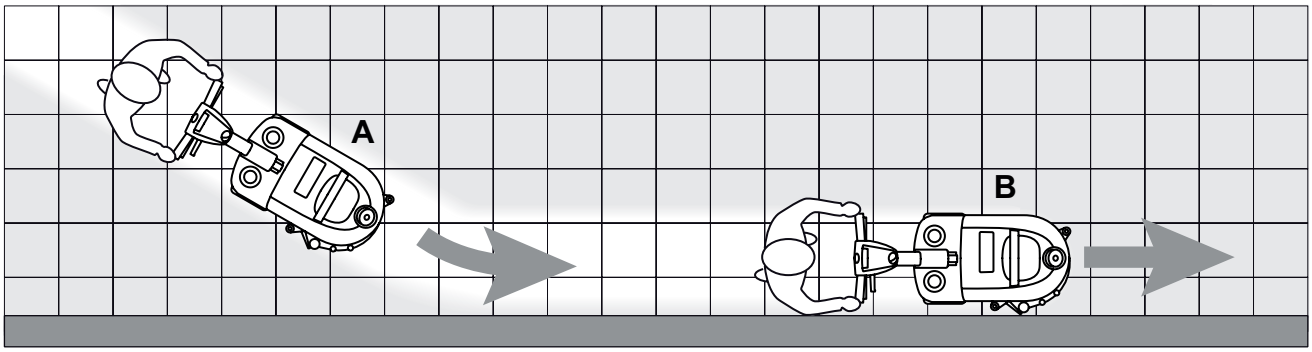

**Figure 2**
*Pour un lavage / séchage correct du sol près du mur, Clarke recommande d'approcher le côté droit de la machine, comme illustré sur la figure 2.*